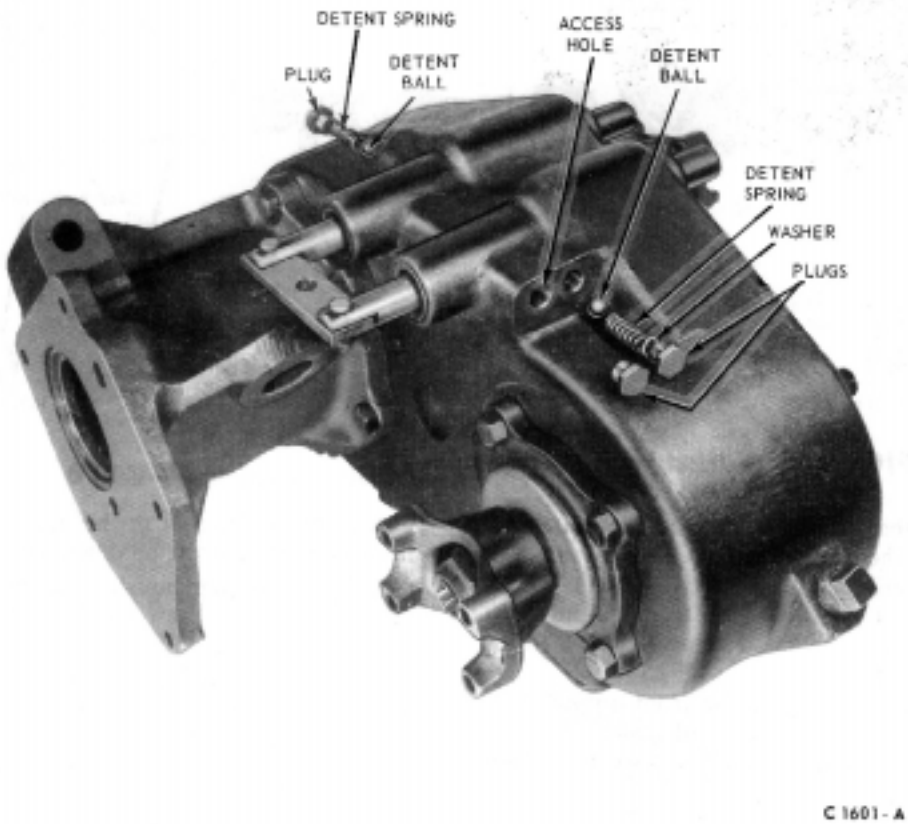

FIG. 6-4—Front and Rear Drive Shift Rail Detent Balls, Springs and Plugs
2. Remove the retaining plug, flat washer, detent spring, and ball that engages the front drive shift rail detent rod. Then, remove the plug from the front drive detent rod access hole (Fig. 6-4).
3. Remove the retaining plug, detent spring, and ball that engages the rear drive shift rail detent rod (Fig. 6-4).